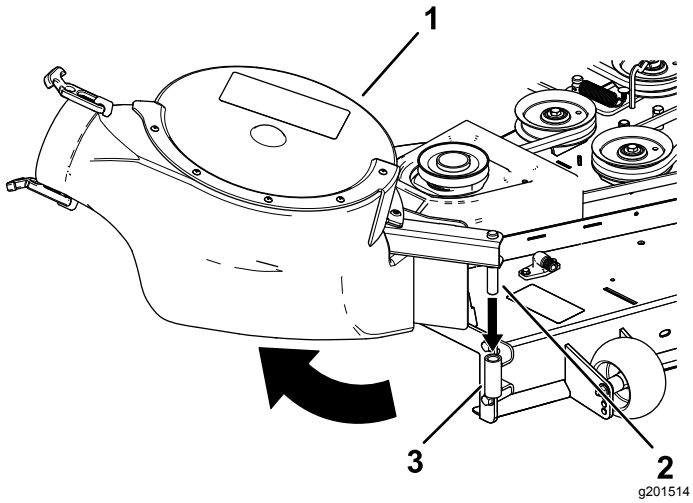

Figur 23
2. För in blåsarens svängtapp i blåsarstödet och vrid blåsarenheten inåt mot maskinen (Figur 23).